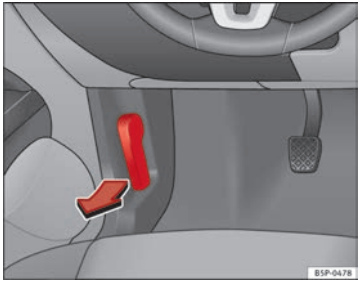

Fig. 165 Detail of foot-well area on driver side: lever for unlocking the bonnet.
– To release the bonnet, pull the lever under the dash panel ⇒ fig. 165 in the direction indicated (arrow). The bonnet will be released by a spring action ⇒ ⚠.